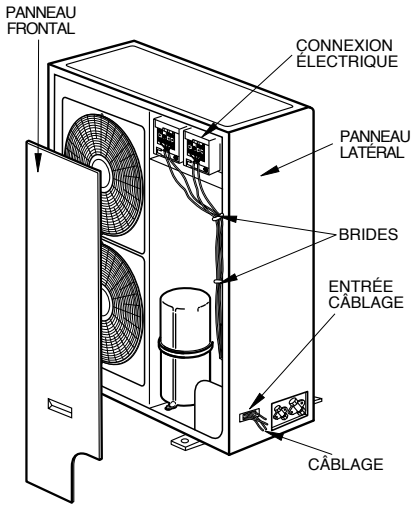

Fig. 18
1) Retirer le panneau frontal (Fig. 18)